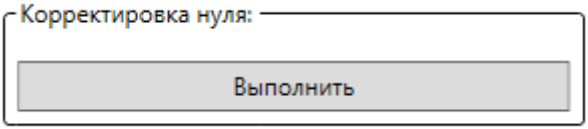

Рисунок 17 — Область «Корректировка нуля»
3.5.7 Область «Корректировка нуля» (см. рисунок 17) позволяет произвести корректировку нулевого значения измеряемой величины. Для осуществления корректировки нулевого значения измеряемой величины нажмите кнопку «Выполнить».